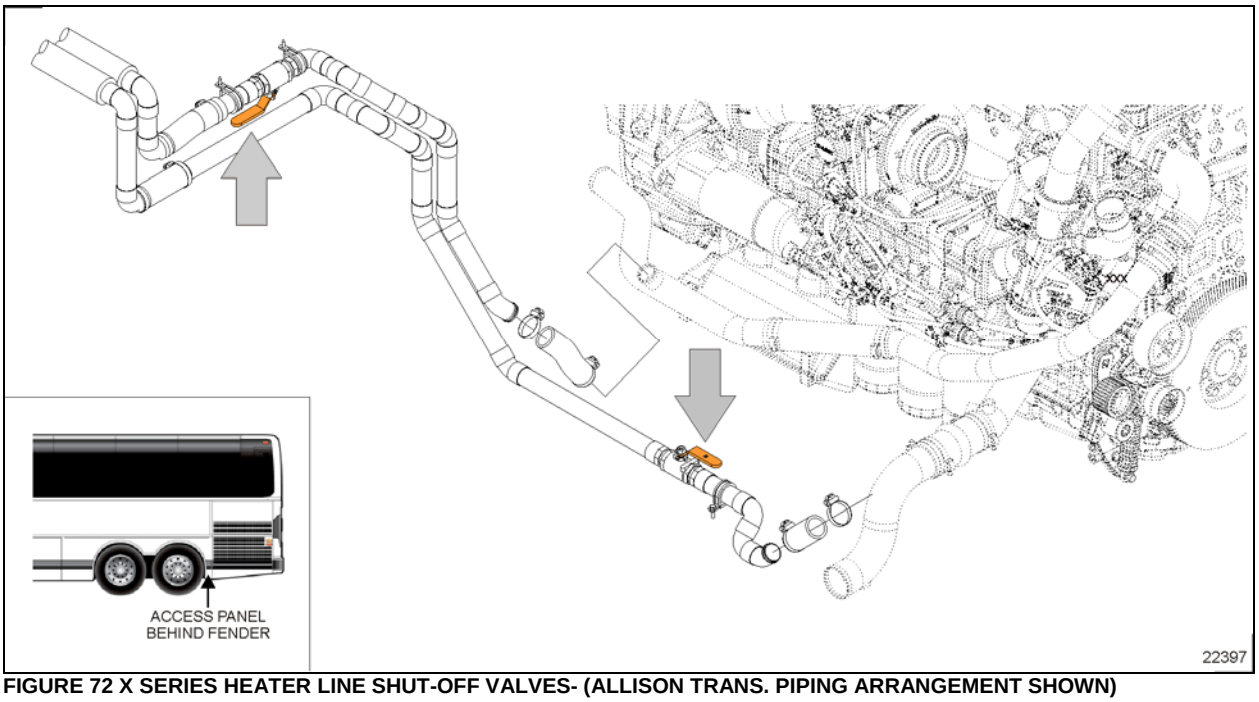
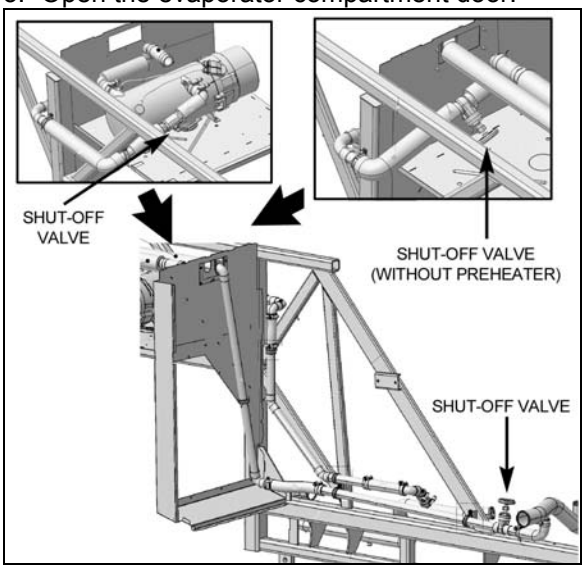

**FIGURE 72 X SERIES HEATER LINE SHUT-OFF VALVES- (ALLISON TRANS. PIPING ARRANGEMENT SHOWN)**
**FIGURE 73: H3 SERIES HEATER LINE SHUTOFF VALVES** 05144
3. Close the hot water lines shut-off valves located next the engine on street side (see Figure 72 or Figure 73).
2. Close both heater line shutoff valves (Figure 72 or Figure 73). One is located in the engine compartment, lower road side, near the radiator while the other one is located behind the L.H. hinged rear fender near the preheater.